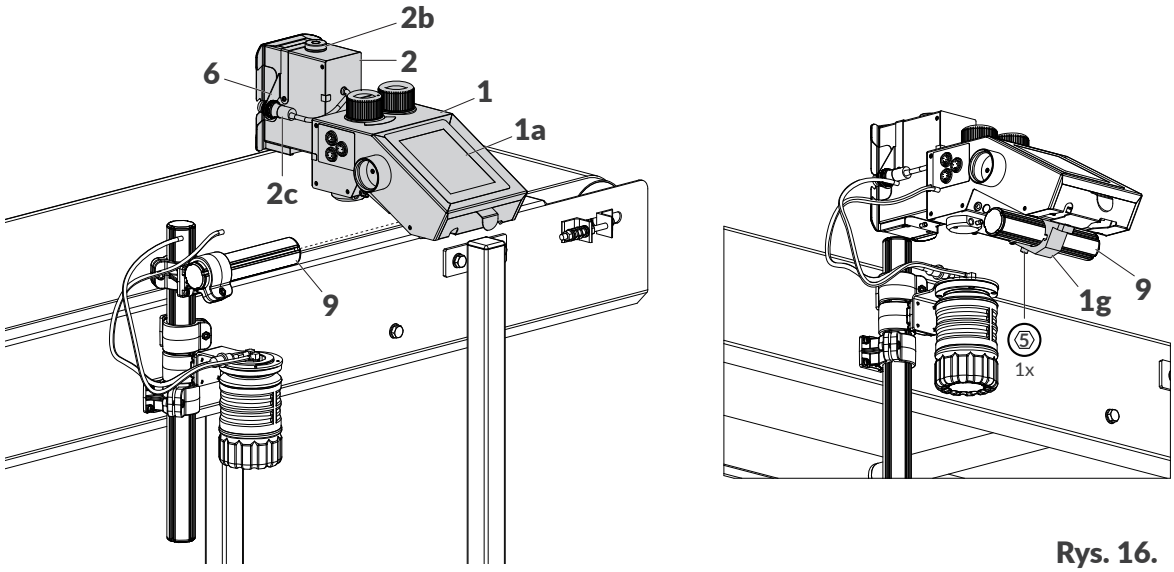

Rys. 16.
10. Umieść wewnętrzny fotodetektor **2c** w uchwycie **6** (patrz ***Rys. 16***).
11. Zamontuj drukarkę (sterownik **1** z głowicą drukującą **2**) na statywie **9** (patrz ***Rys. 16***). Za pomocą kątowego klucza imbusowego o rozmiarze 5 dokręć wkręt wchodzący w skład uchwytu **1g**, zaciskając uchwyt na statywie drukarki **9**.